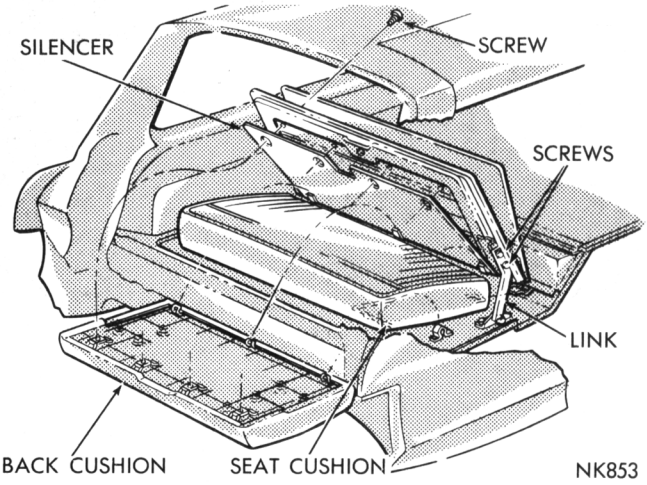

Fig. 29—Third Seat Back and Cushion
(1) With third seat back in the UP position (Fig. 29) remove the seat hinge links screws.
(2) Remove seat back and support panel assembly.
(3) The seat back cushion is retained with screws to the seat back panel.
The third seat cushion (Fig. 29) is attached to hinges which in turn are attached to the quarter inner panels by screws.